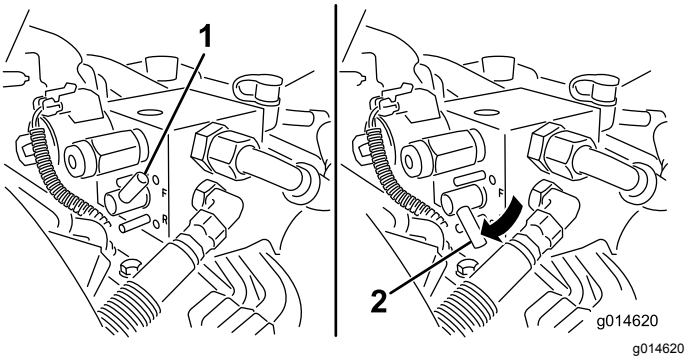

Figur 51
5. Drei slipespaken til R (REVERS)-stillingen (Figur 51).